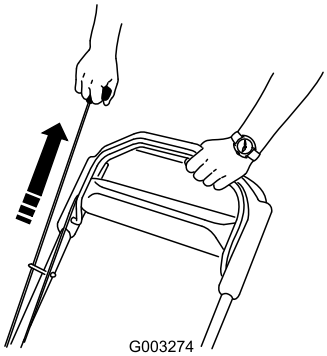

Figuur 14
2. Trek het startkoord uit (Figuur 14).